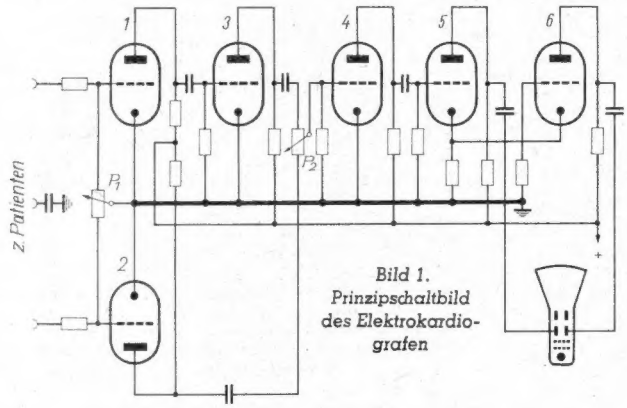

Bild 1. Prinzipschaltbild des Elektrokardiografen
Der Aufbau ist durch folgende Eigenschaften gekennzeichnet: der Verstärker arbeitet mit sechs Röhren und verwendet eine Differentialschaltung mit Phasenumkehrröhre (3), um äußere Störspannungen am Verstärkereingang zu kompensieren (Bild 1). Da die Störspannungen am Eingang gleichphasig auftreten, können sie mit Hilfe der Potentiometer 1 und 2 für das Gitter der Röhre 4 kompensiert werden (Tönnies). Abschirmmaßnahmen am Patienten sind praktisch nicht mehr erforderlich. Die Endstufe ist als Gegentaktverstärker mit Katodenkopplung ausgebildet und liefert an die Ablenkelektroden der Braunschen Röhre gleich große Spannungen. Durch diese symmetrische Speisung wird eine frequenzgetreue Darstellung der Schwingungsvorgänge über den ganzen Aussteuerungsbereich der Röhre erreicht.